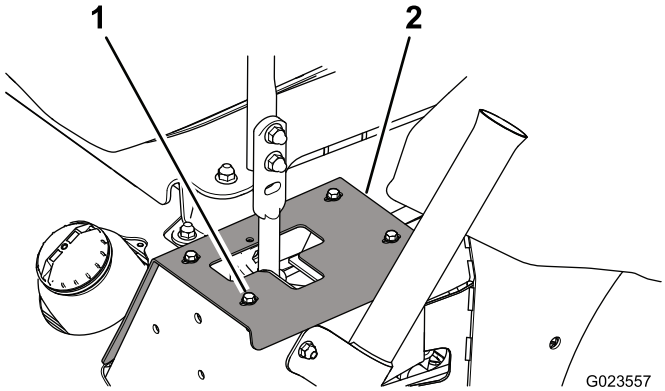

**Figur 63**
1. Lossa de skruvar som fäster stopplattorna vid ramen för att nå motvikternas fästskruvar (Figur 63).